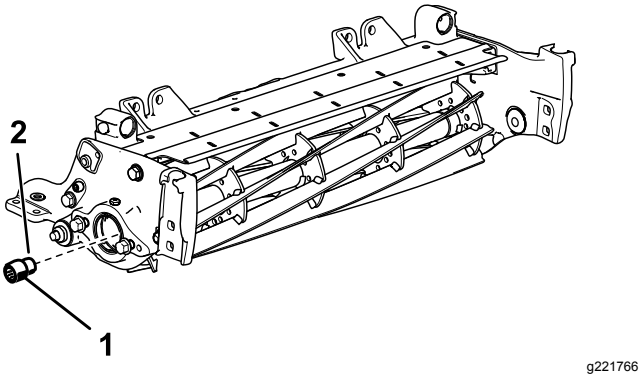

Figura 4
8. Aplique un fijador de roscas de resistencia media (por ejemplo, Loctite® 243 azul) a las roscas del nuevo inserto acanalado más largo (Figura 4) y fíjelo en el eje del molinete solo en el lado del motor del molinete. Apriete el inserto a entre 115 y 128 N·m.